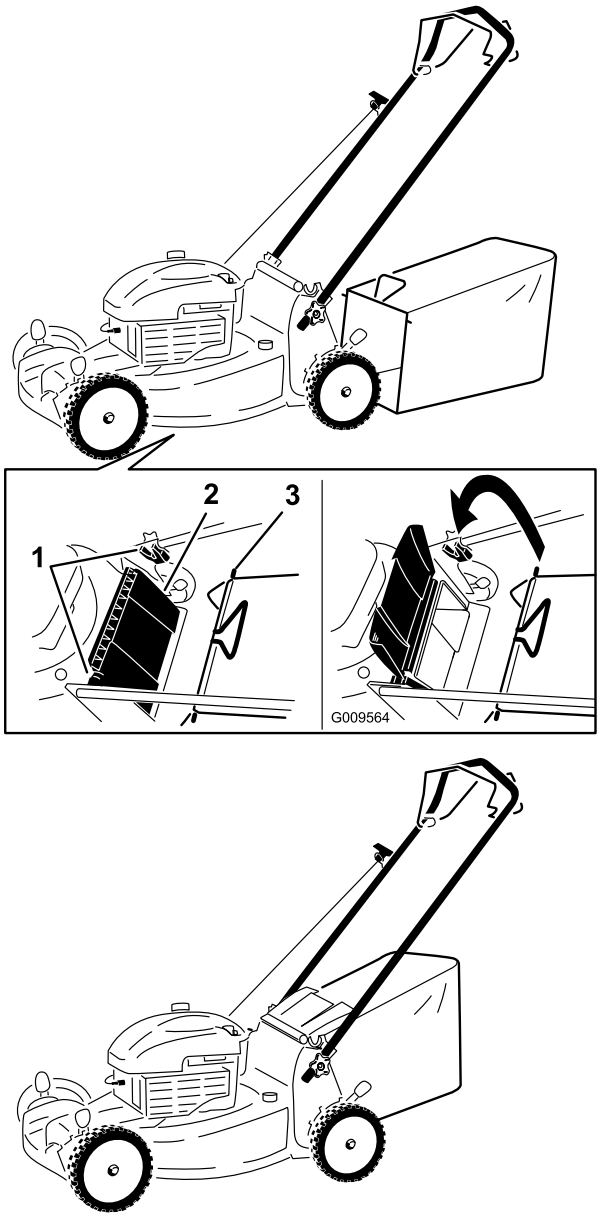

Figuur 19
1. Zet de afvoergeleider aan de achterzijde omhoog en houd hem in deze stand (Figuur 19).
2. Plaats de graszak en zorg ervoor dat de pennen van de zak in de inkepingen op de handgreep rusten (Figuur 19).